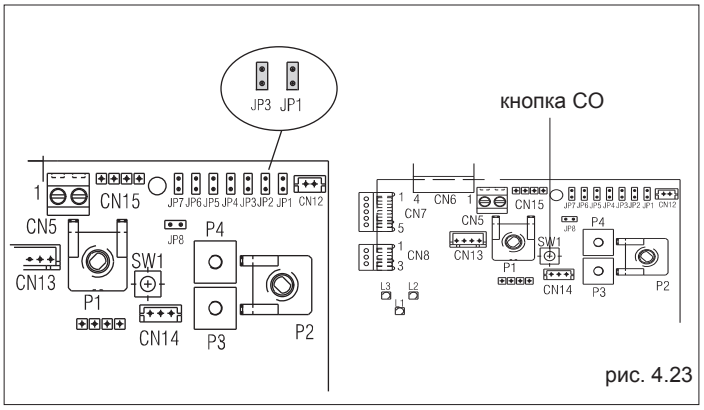

рис. 4.23
- установите перемычки JP1 и JP3 (рис. 4.23)
- нажмите кнопку CO (рис. 4.23) и переходите к настройке следующего параметра.
- Нажмите один раз кнопку CO (рис. 4.23